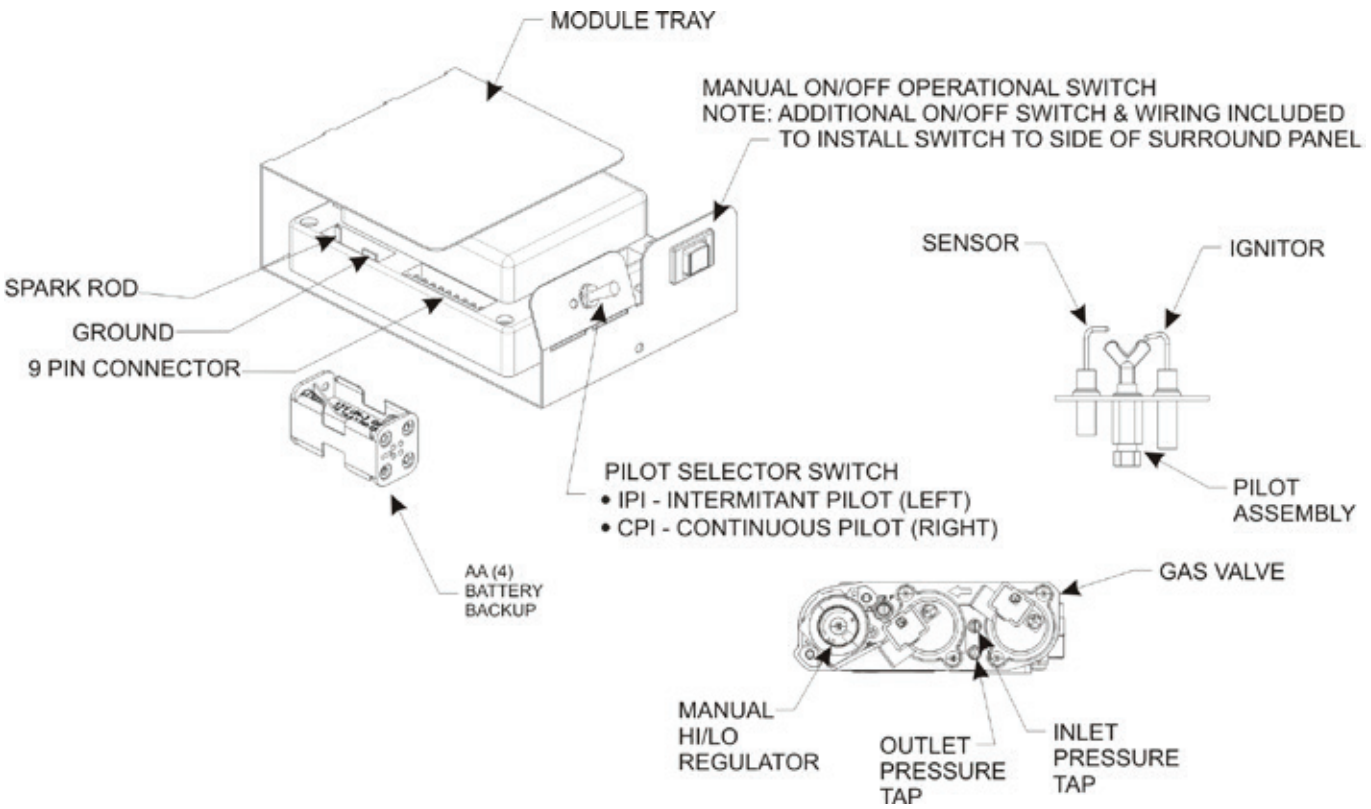

Figure 32
NOTICE: A small toggle switch is located on the front of the module tray that is used to switch from IPI (left position) to the CPI (right position). **See Figure 32.**
3. The gas valve has inlet and outlet pressure taps as shown in Figure 32. Refer to pages 5 and 12 to 13 for gas pressure requirements.
***NOTICE*:** The gas control has a manual HI/LO flame adjustment knob (regulator) that allows you to increase or decrease the height of the burner flame. See Figure 32. Rotate the HI/LO knob counterclockwise to “HI” to increase the flame height, and clockwise to “LO” to decrease the flame height.